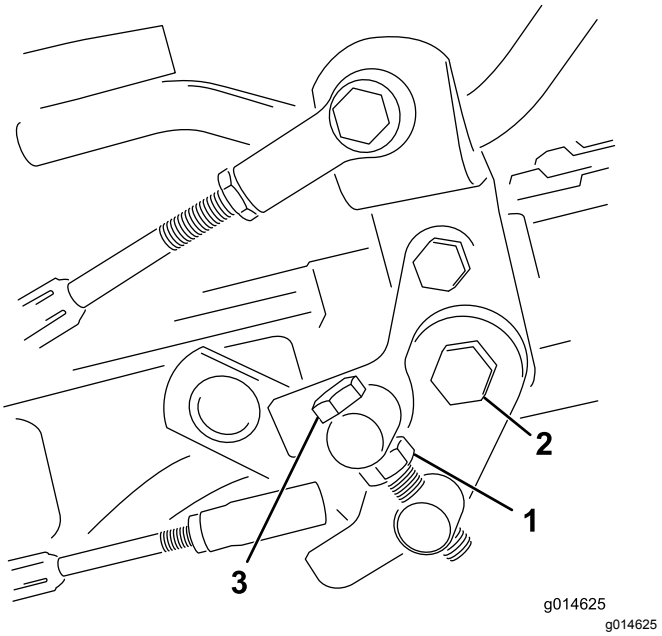

Figur 53
1. Lossa kontramuttern på justeringsbulten (Figur 53).
4. Dra åt kontramuttern på justeringsbulten och muttern på pedaltappen för att låsa justeringen (Figur 53). Kontrollera justeringen och ändra vid behov.